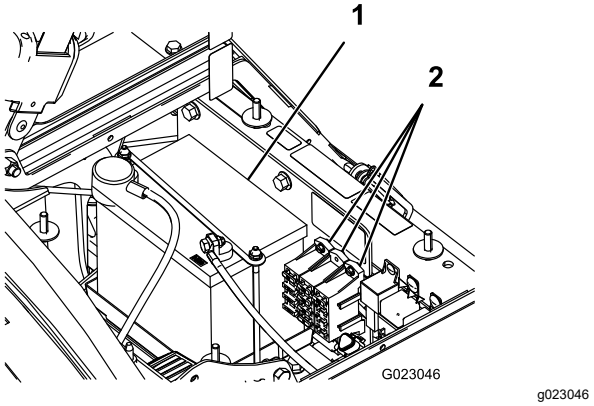

Figur 49
Det finns två säkringsblock och en tom plats i elsystemet. Dessa är belägna under sätet (Figur 49).
2. Batteriet sitter bakom pumpen på maskinens högra sida (Figur 49).
5. Ta bort batterihållaren och fästelementen (Figur 49).
2. Montera batterihållaren och fäst den med fästelementen som du tog bort tidigare (Figur 49).
4. Montera batterikåpan och fäst den med de båda rattarna (Figur 49).
1. Lossa på rattarna på sidorna av batterilådan och ta bort batterikåpan (Figur 49).